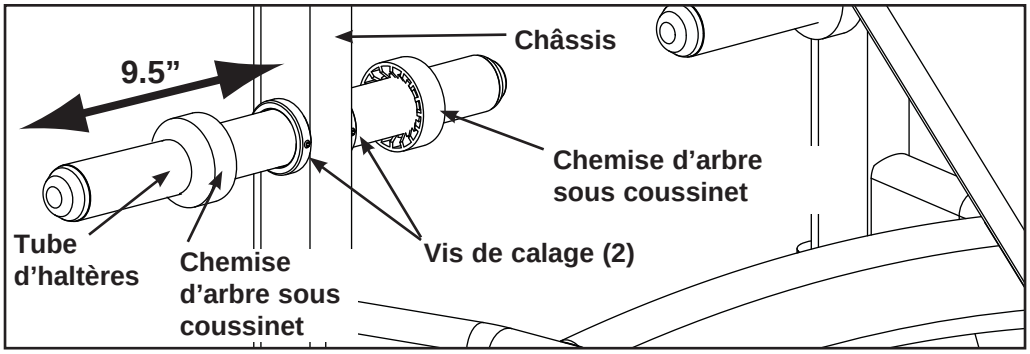

Figure 5
C. Vérifiez si la longueur extérieure du tube d'haltères mesure 9,5 po (24,13 cm). Voir figure 5.
D. À l’aide d’une clé Allen de 1/8 po, fixez le tube en place avec les vis de calage situées sur les deux côtés du châssis. Voir figure 5.